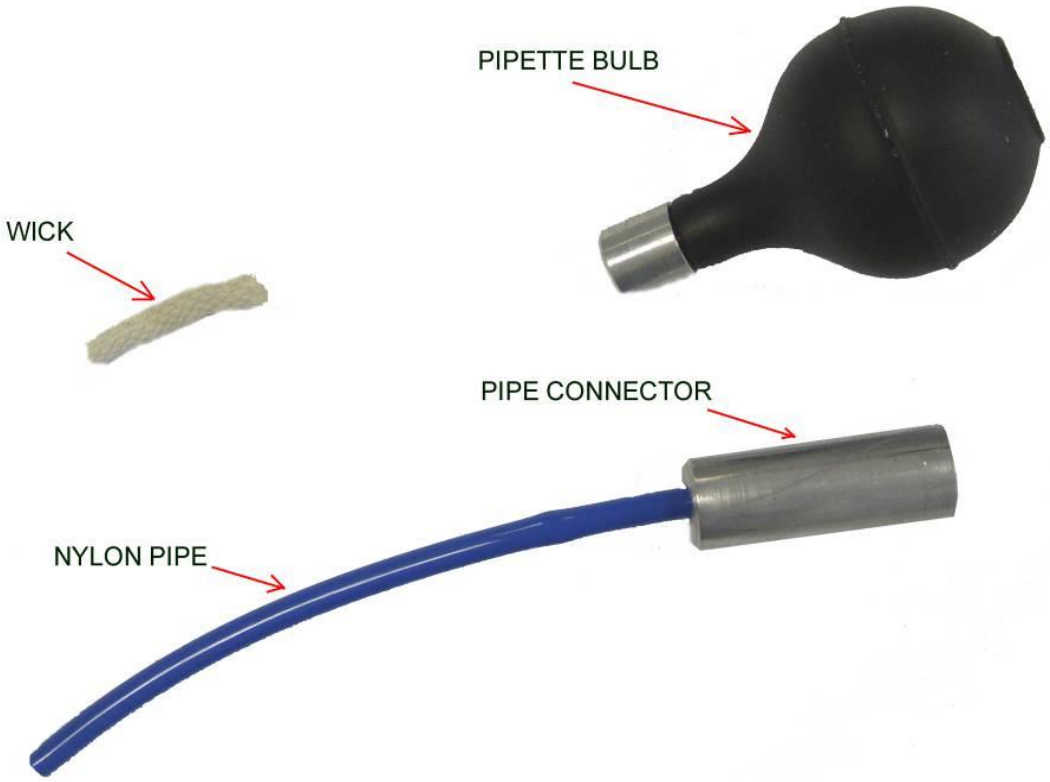

Figure 44 Smoke Tester
a. Cut a length of wick approximately 30 mm long. Assemble the smoke tester by pushing the wick into the wick holder fitted with the pipette bulb. Press the nylon pipe into the Pipe connector (refer to Figure 44).